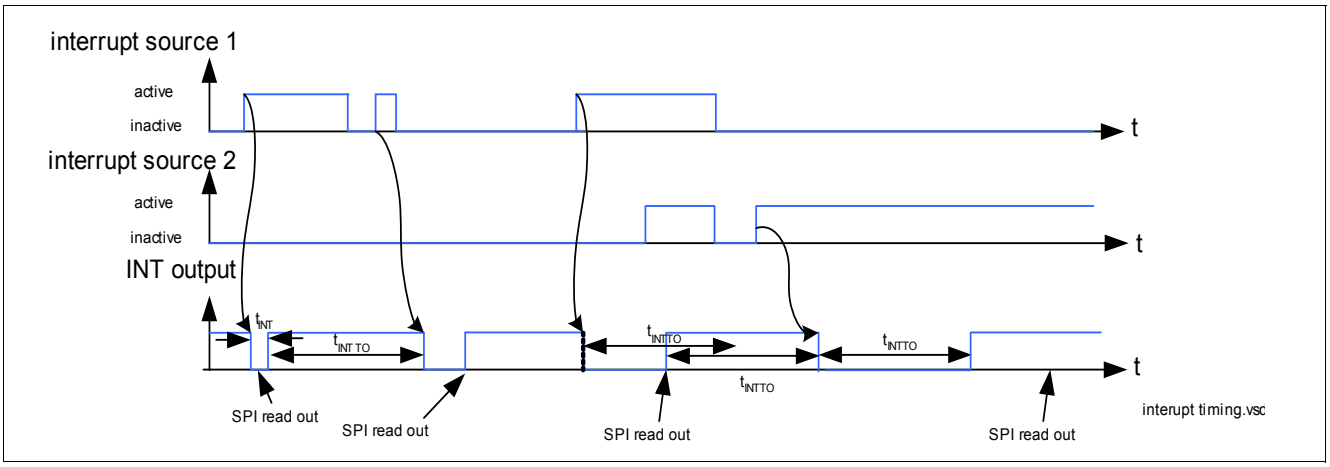

Figure 30 Interrupt Timing
Figure 30 illustrates the interrupt timing. The INT output is set LOW as soon as an interrupt condition occurs. The INT pin is released after a SPI interrupt buffer read out command, that is performed with a Read Only command (111) to register (000). In case consecutive interrupt sources are indicated before the SPI read out, only one INT LOW will be raised but the SPI read out will indicate the interrupt sources. A time-out feature is implemented. The INT pin can be active LOW only for the time t_{INTTO}. Afterwards, the INT pin is released but the INT source is still valid or present in the SPI register. Between two activations of the INT, there is at least a delay of t_{INTTO}. If an interrupt occurs in the meantime, the information is stored and the INT will go LOW after t_{INTO}. The INT pulse width is at minimum t_{INT}.